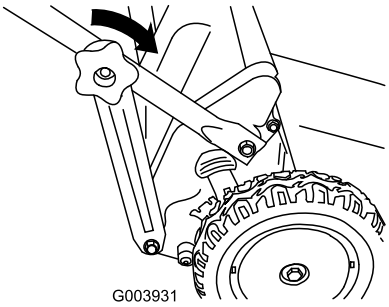

Figur 17
3. Sätt fast de nedre handtagsvreden och dra åt vreden så hårt du kan (Figur 17).